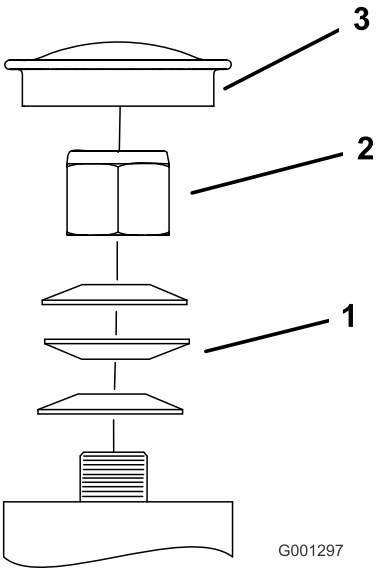

Figur 59
3. Fjern støvhetten fra styringen og trekk til låsemutteren (Figur 59).
4. Trekk til låsemutteren inntil fjærskivene er flate og gå deretter tilbake 1/4 omdreining for å stille forhåndsbelastningen på lagrene korrekt (Figur 59).
Viktig: Påse at fjærskivene er montert korrekt slik det vises i Figur 59.
5. Sett på støvkoppen (Figur 59).